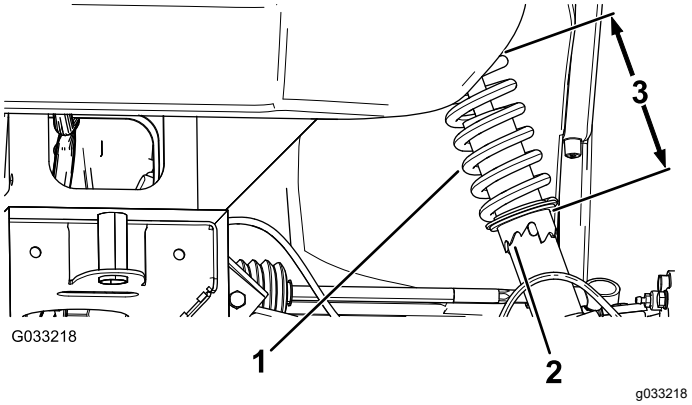

**Figuur 55**
2. Als de vlucht van het wiel onjuist afgesteld is, draai dan met de schroefsleutel aan de kraag van de schokdemper tot het wiel uitgelijnd is (Figuur 55).